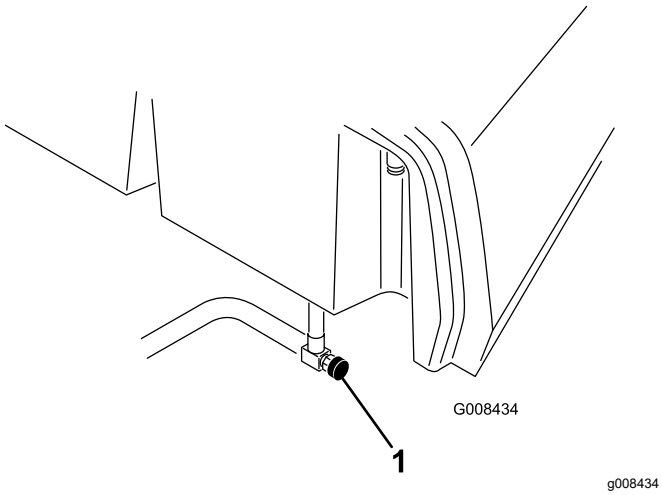

Rysunek 35
1. Zamknij zawór odcinający dopływ paliwa (Rysunek 35) znajdujący się pod zbiornikiem paliwa.